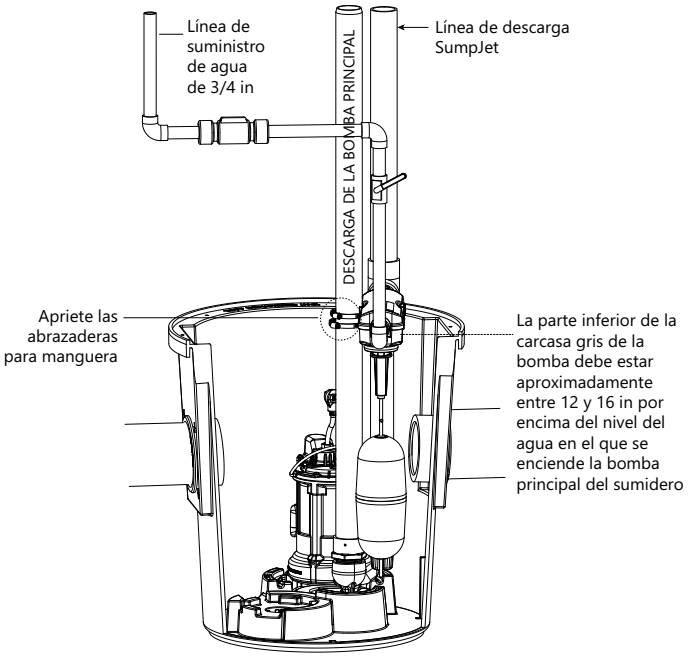

Figura 2. Ubicación del SumpJet
1. Con las abrazaderas para manguera suministradas, monte el SumpJet en la tubería de descarga existente. Coloque la unidad de modo que el nivel del flotador se active unos centímetros por encima del nivel de encendido de la bomba principal del sumidero. (Consulte Figura 2). Apriete las abrazaderas en la tubería de descarga.